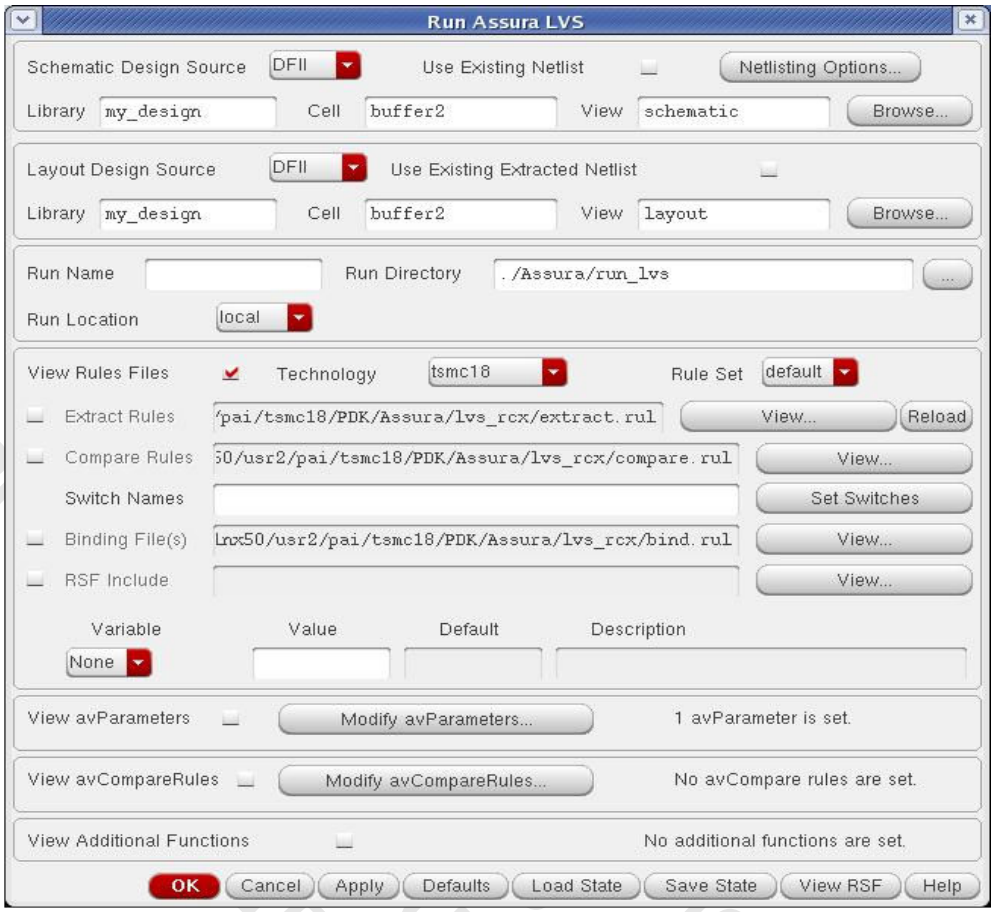

FIG. 24 Assura LVS setup window
2. Fill in the "Assura run directory" and select the "Technology" field to "tsmc18" (Fig. 24) in Assura LVS window. You can also set the Assura LVS switches and other parameters if needed.